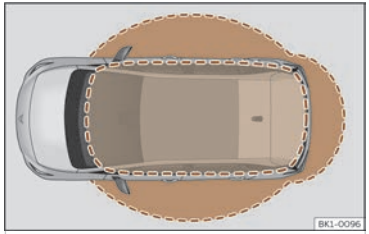

**Fig. 72** Keyless Access: proximity zones.
- The vehicle unlocks when the vehicle key is detected in the vicinity >>> Fig. 72. All turn signals flash twice.